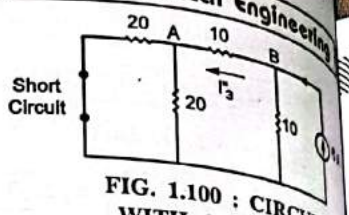

FIG. 1.100 : CIRCUIT WITH 6 A SOURCE
- So 15 V source is replace by short circuit. Hence the circuit will be reduced to that shown in Fig. 1.100.